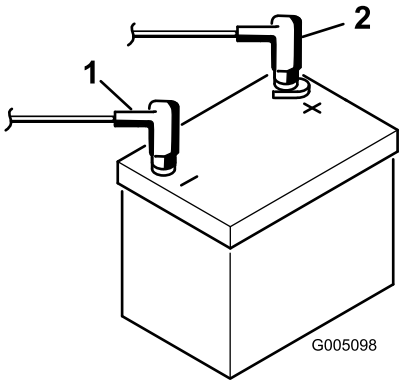

Figur 8
8. Koble den positive kabelen (rød) til den positive (+) polen og den negative kabelen (svart) til den negative (-) polen, og fest dem med bolter og mutre (Figur 8). Skyv gummihetten over den positive polen for å forhindre muligheten for kortslutning.